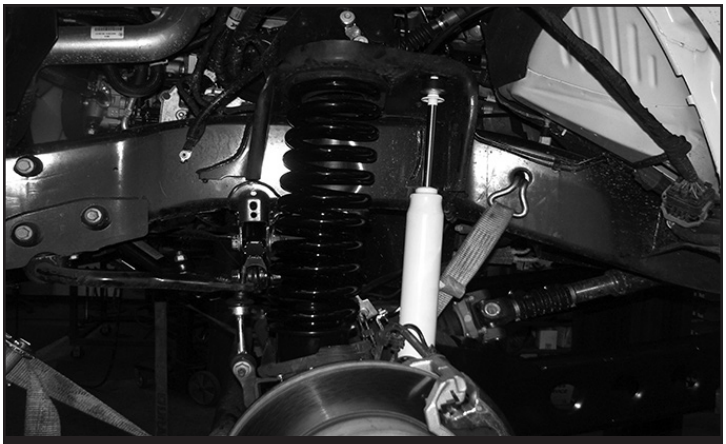

FIGURE 60 - STEP 51
51. Reconnect the factory sway bar. Torque to 29 ft-lbs. **SEE FIGURE 60**